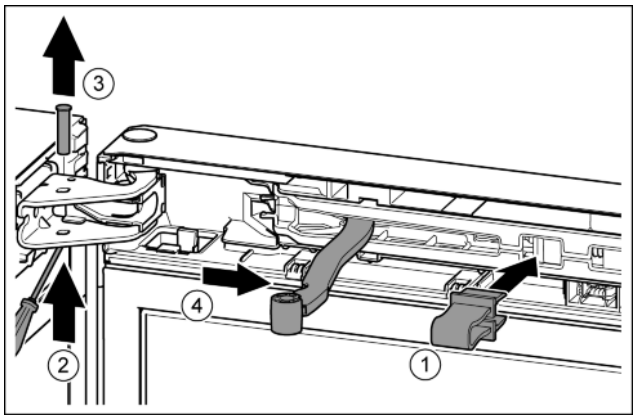

Fig. 10
▶ Engage the locking device in the opening. *Fig. 10 (1)*
▶ Unscrew the bolt with a screwdriver. *Fig. 10 (2)*
▶ Remove the bolt in an upward direction. *Fig. 10 (3)*
▶ Turn the hinge in the direction of the door. *Fig. 10 (4)*